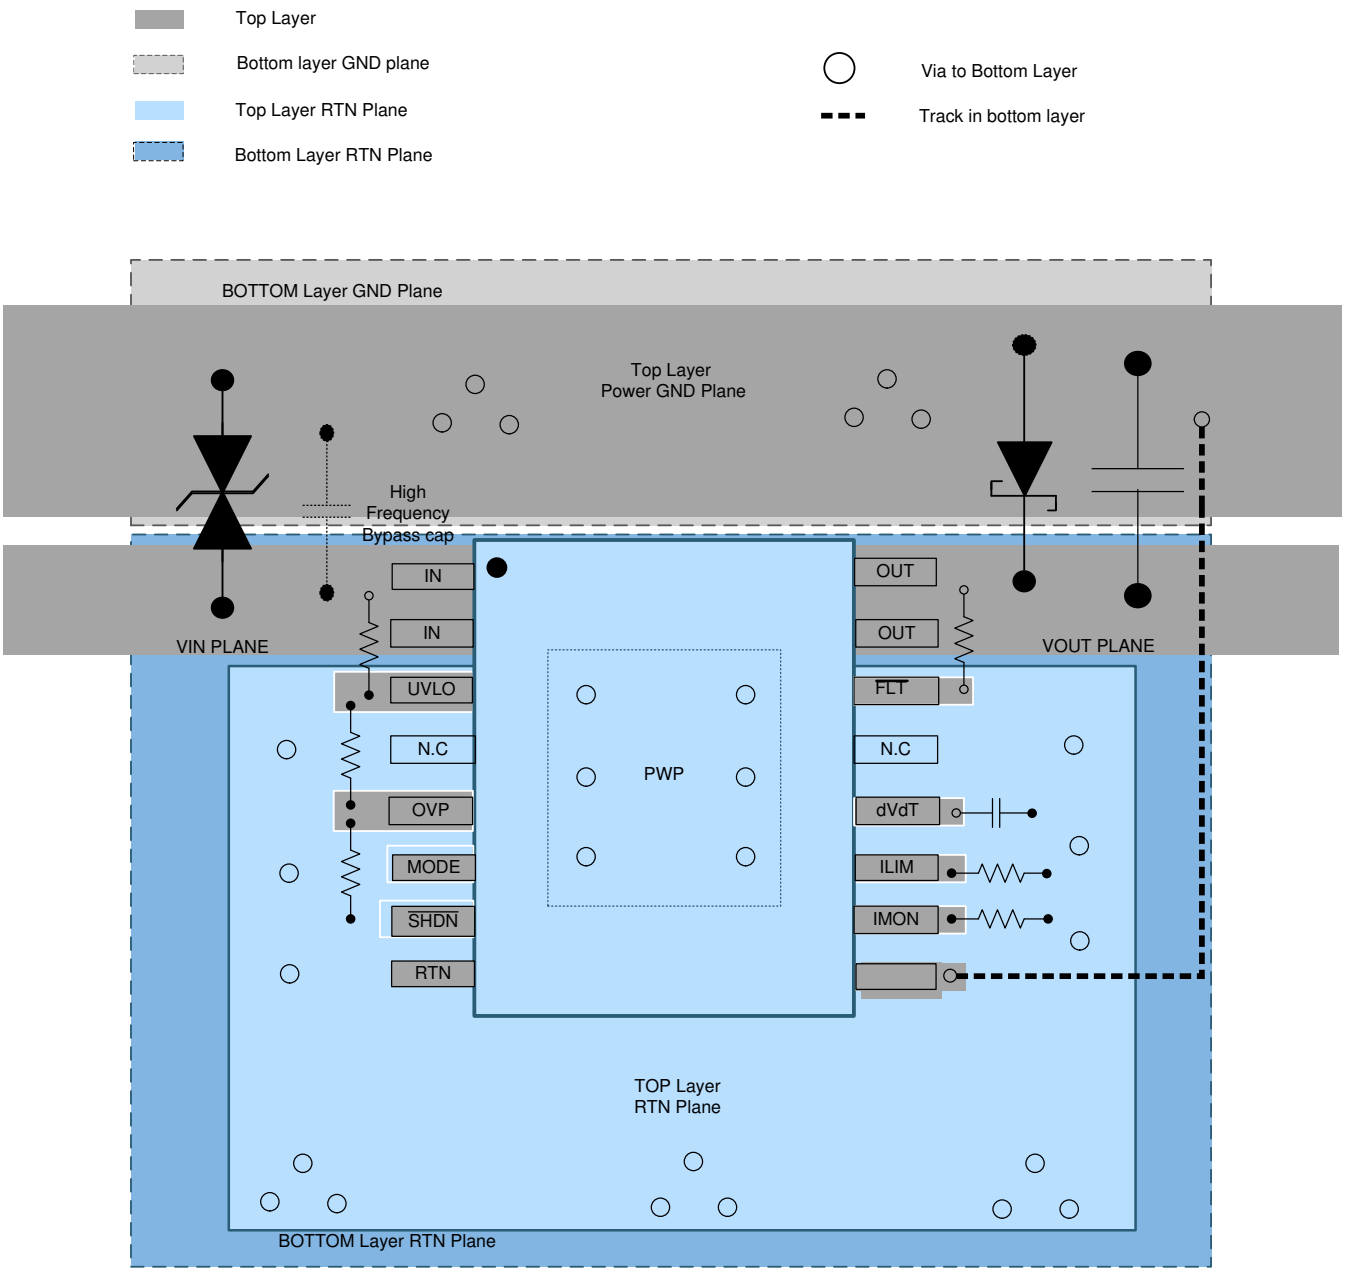

図 49. Typical PCB Layout Example With HTSSOP Package With a 2-Layer PCB
- The optimum placement of decoupling capacitor is closest to the IN and GND terminals of the device. Care must be taken to minimize the loop area formed by the bypass-capacitor connection, the IN terminal, and the GND terminal of the device. See 図 49 for PCB layout example with HTSSOP package.